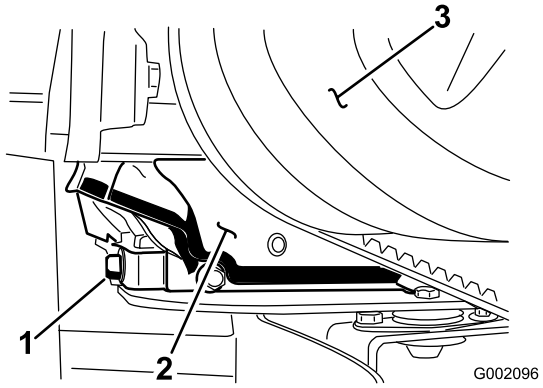

Figuur 38
5. Zet een opvangbak met een inhoud van minstens 1,5 liter onder de aftapplug (Figuur 38).
6. Verwijder de aftapplug (Figuur 38).